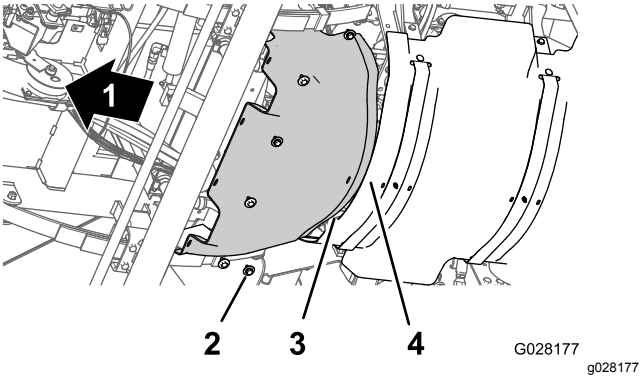

Figur 58
1. Rikta in den främre värmesköldens bakre fläns över den bakre värmesköldens främre fläns (Figur 58).
2. Rikta in hålen i den främre värmeskölden med de gängade hålen i chassit (Figur 58).
3. Fäst den främre värmeskölden på maskinen med de sex sexkantsskruvarna och sex brickorna (Figur 58) som du tog bort i steg 3 av Ta bort den främre värmeskölden (sida 49).